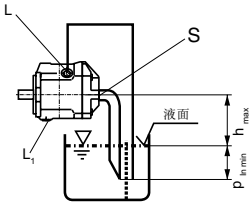

图4
b) 当油箱的最低液面比泵的上端低时，“L1”、“L”口以及有可能 “S”口的接管见图4。情况如同1.2.1节。
a) 如安装在油箱之上，请见图4。